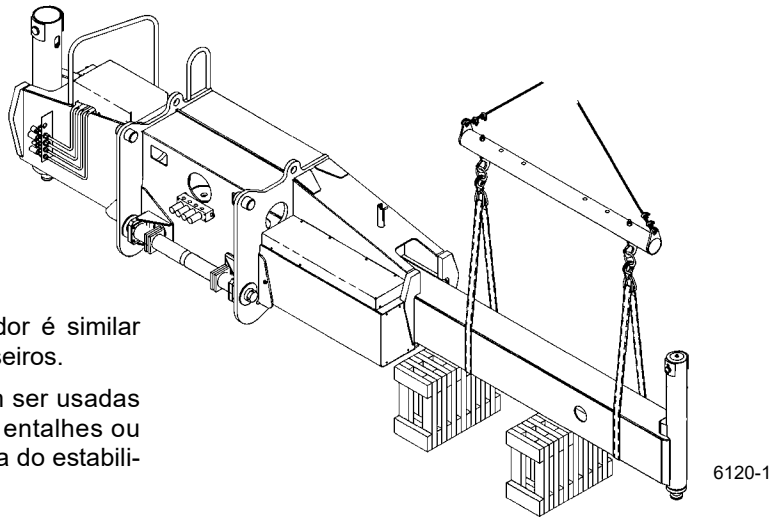

**FIGURA 8-21**
**6.** Coloque um material de calço embaixo da viga do estabilizador (Figura 8-21).